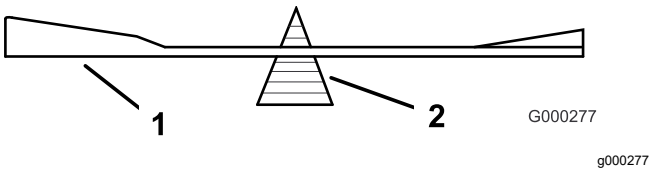

Figur 111
2. Kontrollera knivens balans med en knivbalanserare (Figur 111).